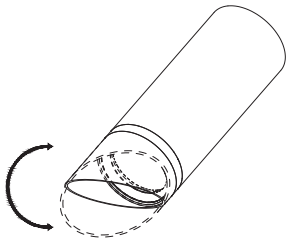

**Fig. 2c**
3. Adjust the snoot to the right position (if needed) (Fig. 2c).
3. Régler l'ambout dans la bonne position (si besoin) (Fig. 2c).